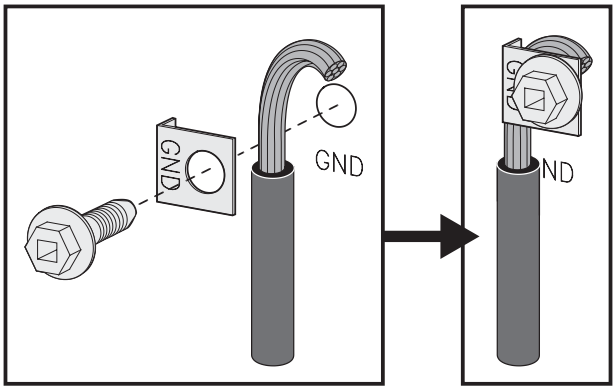

Fig. 17
3. (Conexión permanente tetrafilar SOLAMENTE) Conecte el alambre terminal de puesta a tierra (verde) al marco del electrodoméstico usando el tornillo y la placa de conexión a tierra, como se muestra en la Fig. 17. Asegúrese de instalarlo usando el mismo agujero del marco donde estaba originalmente instalado el tornillo de tierra.